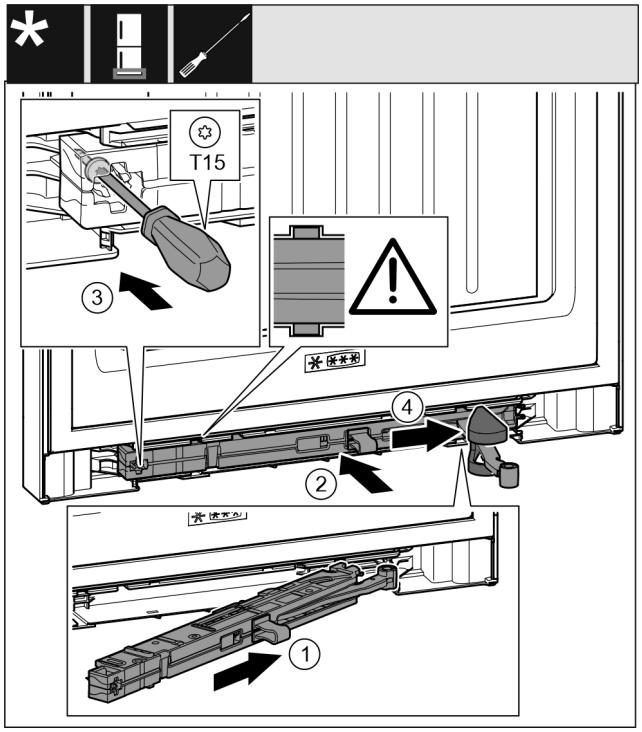

Fig. 40
- ▶ Pe partea suportului de lagăr împingeți înclinat unitatea amortizorului de închidere *Fig. 40 (1)* până la opritor în degajare.
- ▶ Împingeți unitatea amortizorului de închidere *Fig. 40 (2)* complet în degajare.
- ▶ Înșurubați ferm șurubul *Fig. 40 (3)* cu o șurubelniță.
- ▶ Împingeți capacul *Fig. 40 (4)* peste articulație.